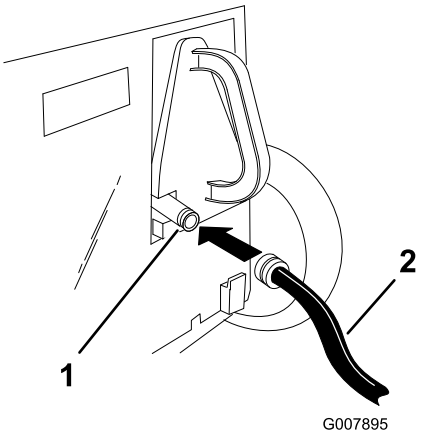

Figuur 24
3. Til de achterklep omhoog en bevestig de snelkoppeling aan de wasaansluiting van de maaimachine op de fijnmaakafsluiter (Figuur 24).